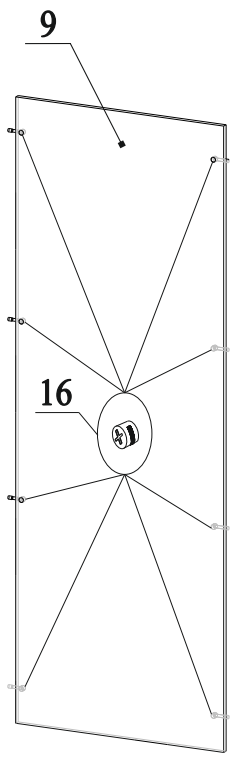

Рис.8
18. В отверстия на деталях 9 вставить эксцентрики 16 стрелками к торцевым отверстиям (рис.8);